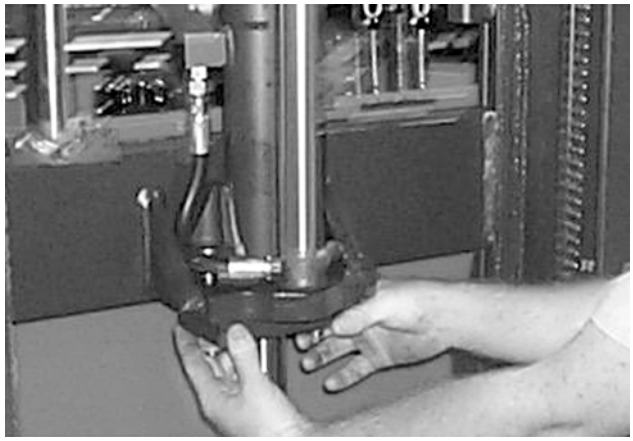

Figure 7-216: Checking pivot support plate
3. Ensure that the pivot support plate below the outer telescopic is snug. See Figure 7-216. If the plate is free to move, the anchor nuts should be tightened. (Do not overtighten so as to deflect the upper support bracket.)